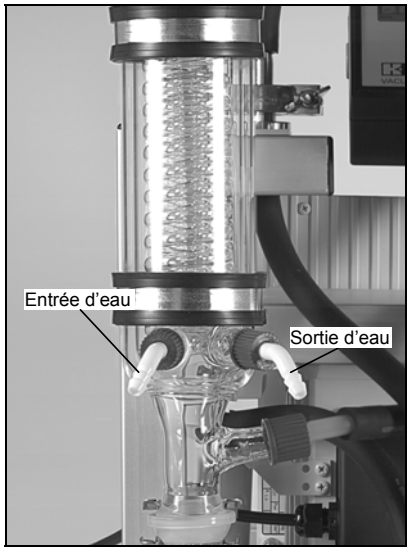

Fig. 9 : Raccordement du système de refroidissement du condenseur.
- Pour le raccordement du système de refroidissement, voir figure 9.
- Voir figures 9 et 12.
- Voir figures 9 et 14